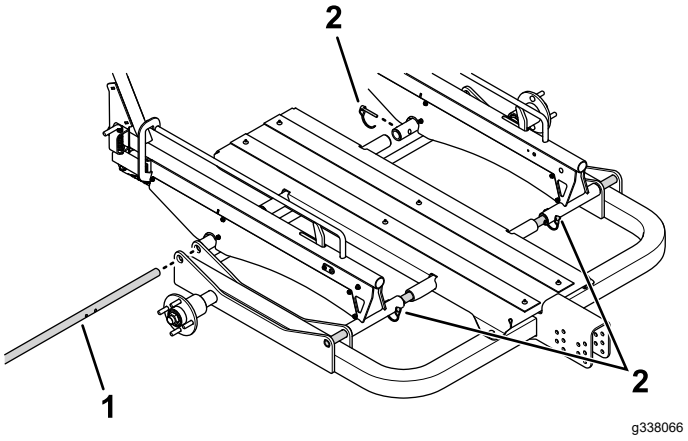

**Figuur 19**
2. Laat iemand anders de wiel- of railset en de middelste steun vasthouden terwijl u de steunstangen aanbrengt door de openingen in de set, de middelste steun en het hoofdframe (Figuur 19).